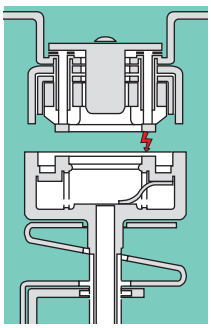

fig. 3
■ the arcing contacts open shortly after the main contacts. The resulting arc is made to rotate between the two circular runners of the arcing contacts by the electromagnetic field produced by the coil, the force of which depends on the current to be interrupted (fig. 3).